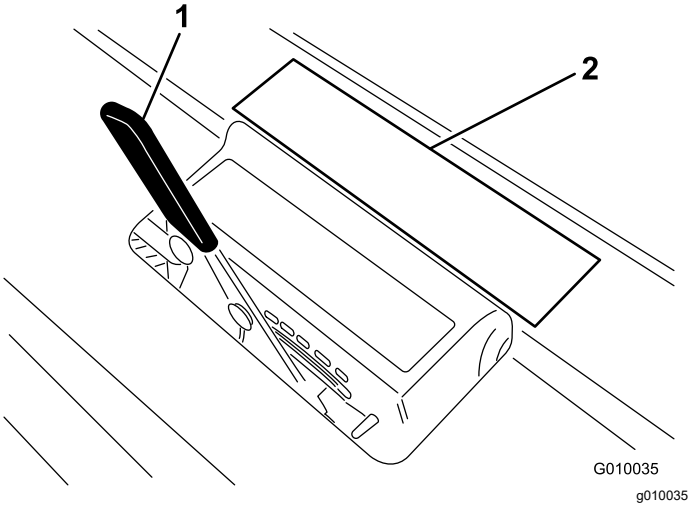

**Figure 16**
3. Lay the tine on the tine depth decal (Figure 16) with 1 end lined up with the desired depth of aeration (refer to the tine overlay on the decal).